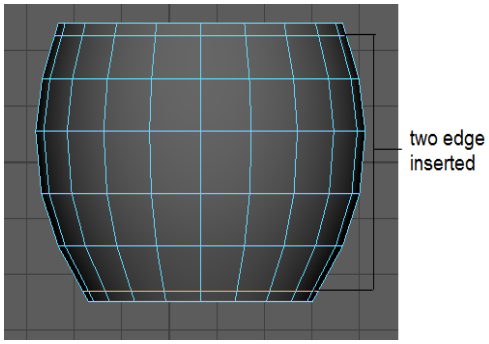

Figure 2-60 *Two edges inserted at the top and bottom of the cylinder*
8. Make sure the **Modeling** menuset is selected in the **Menuset** drop-down list. Choose **Mesh Tools > Tools > Insert Edge Loop** from the menubar. Next, click at the top and bottom region of *mug*; two edges are inserted, refer to Figure 2-60. Deactivate the **Insert Edge Loop** tool by pressing the W key.